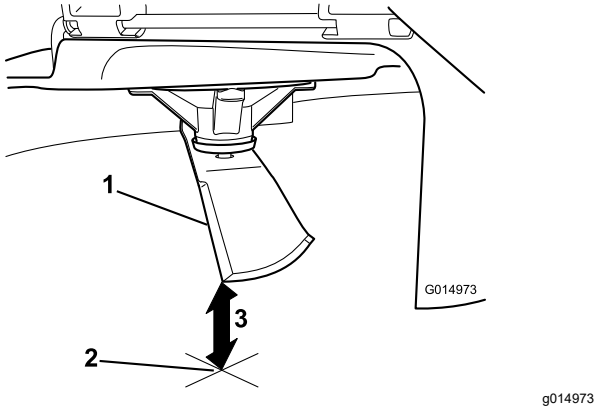

**Figur 77**
5. Mål fra spidsen af skærekniven til den plane overflade (Figur 77).